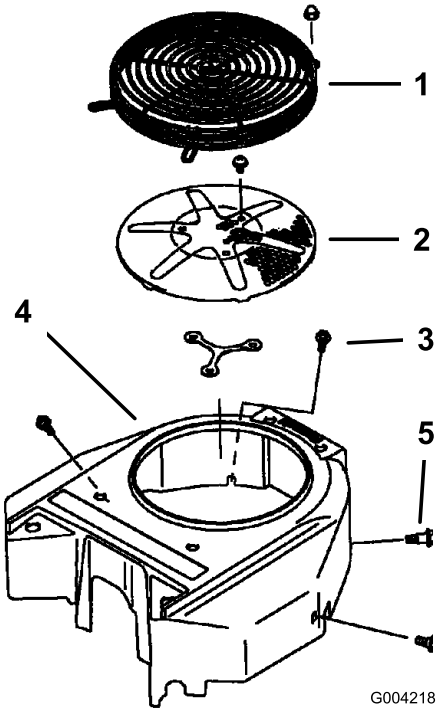

Figur 68
Ta bort alla rester av gräs, smuts eller annat skräp från motorfiltret innan du använder maskinen. Detta bidrar till att skapa tillräcklig kylning och korrekt motorhastighet samt minskar riskerna för överhettning och mekaniska skador på motorn (Figur 68).
3. Ta bort luftintagsgallret, startsnöret och fläkthuset (Figur 68).
5. Montera luftintagsgallret, startsnöret och fläkthuset (Figur 68).